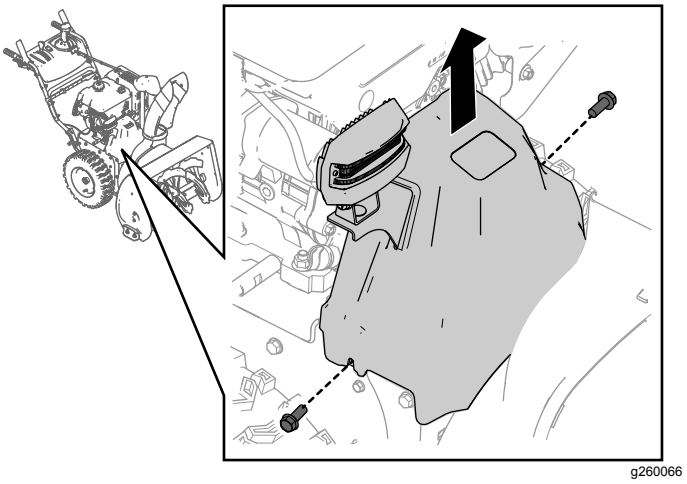

**Figur 35**
1. Fjern de 2 skruer, der holder remskærmen på plads (Figur 35).
2. Fjern remskærmen (Figur 35).